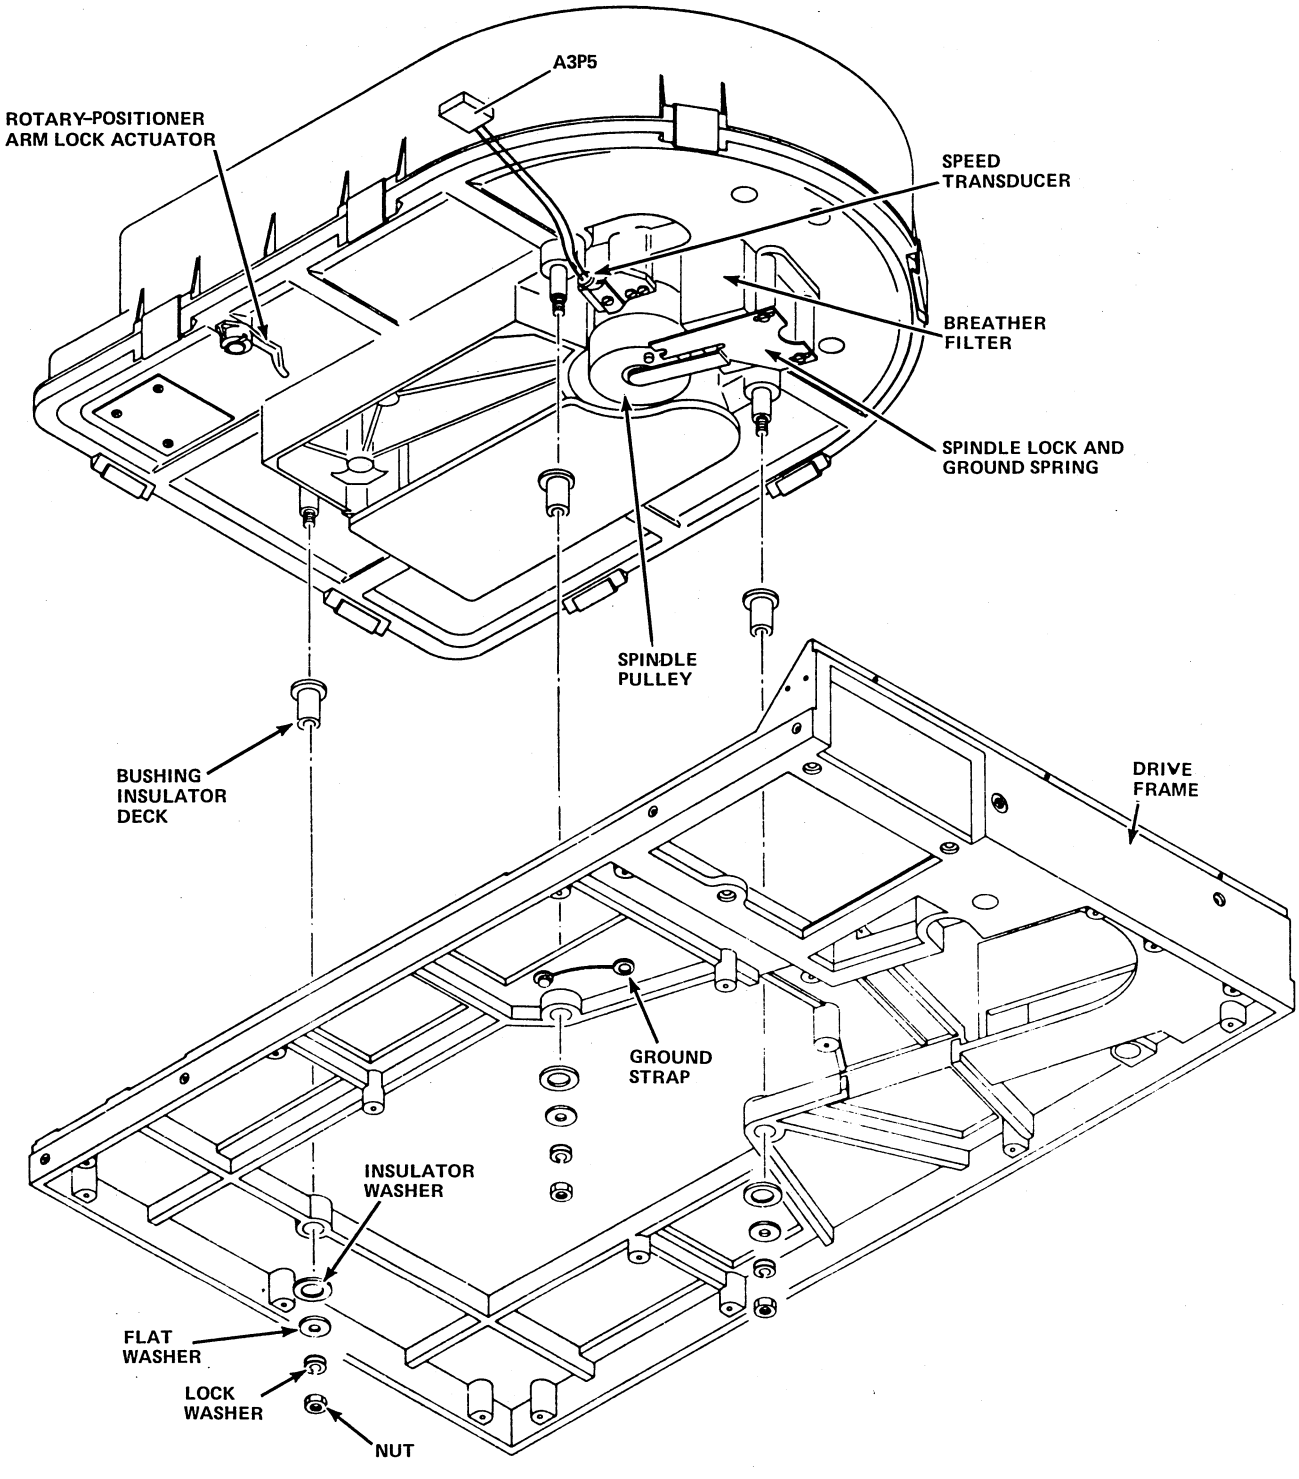

Figure 10-35. Mini-Module Removal and Replacement
11. Unlock the actuator by placing the rotary positioner arm lock actuator on the underside of the mini-module drive in the off position (figure 10-35).
12. Unlock the spindle by loosening two Phillips-head screws on the spindle lock and ground spring on the underside of the mini-module drive (figure 10-35). Slide the spindle lock and ground spring back as far as it will go and still allow the ground spring cup to rest in the middle of the spindle shaft.